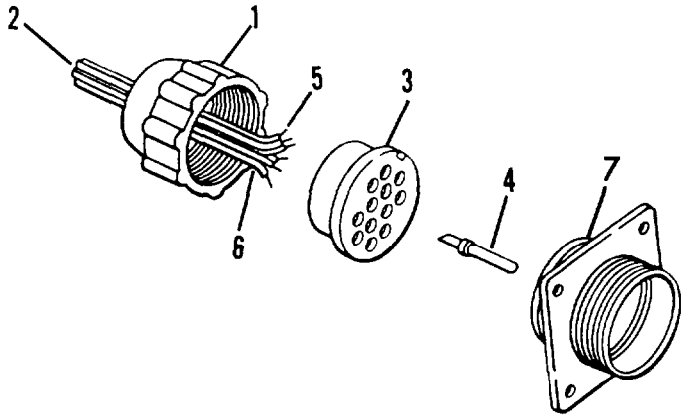

Figure 4-15. 24 volt receptacle assembly
(1) Unscrew grommet retaining nut 1, figure 4-15 and slide back on cable assembly (2).
(2) Slide grommet (3) on cable assembly (2).
(3) Using pliers, pull inserts (4) forward out of grommet (7).
(4) Using soldering gun, heat solder well and remove pins (4) from wire end (5).
(5) Pull wire (6) out of grommet (3) and nut (1).
(1) Coat grommet (7, figure 4-15) in the receptacle assembly with a light film of petroleum.
(2) Install each pin (4) in the rear of the receptacle assembly grommet (7). Make sure that the identifying letters are matched with the identical letters on the grommet (3).
(3) Slide retaining nut (1) on wire threads (6) facing outward.
(4) Put wire ends (6) into back of grommet (3). Make sure that the wires (6) are matched with the proper pins (4).
(5) Strip insulation on wire ends (6) equal to depth of solder well in pins (4). Place solder well on wire ends and solder.
(6) Push solder wells into grommet (3) until seated. Push grommet (3) in receptacle assembly.
(7) Screw retaining nut (1) on grommet (3) and tighten hand tight.